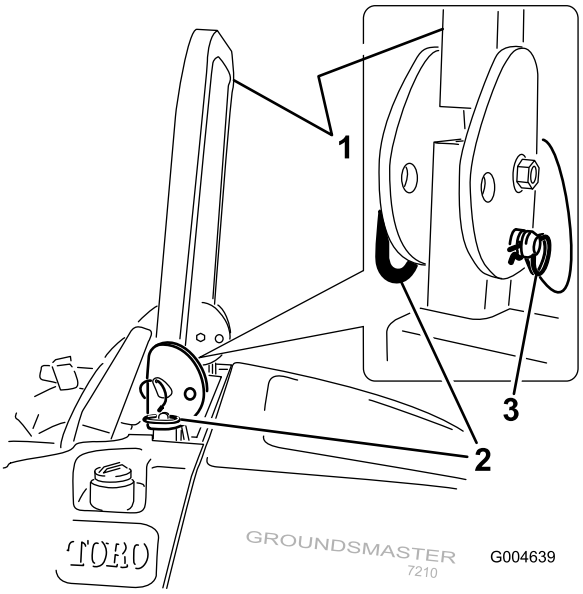

Figur 10
1. For at sænke styrtbøjlen skal splitterne tages ud. Skub styrtbøjlen frem mod fjedrene, og tag de to låsepinde ud (Figur 10).
3. Monter de to pinde, og fastgør dem med splitterne (Figur 10).
4. Fjern splitterne og de to pinde for at hæve styrtbøjlen (Figur 10).
5. Hæv styrtbøjlen til oprejst position, og monter de to pinde, og fastgør dem med splitterne (Figur 10).